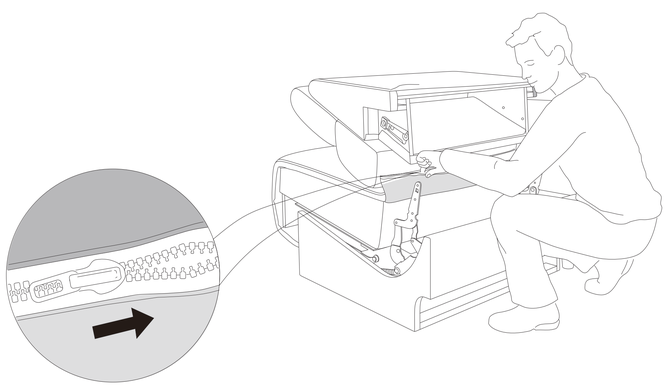

Figure 3
Zip the fabric on bottom of the Back (A) with back of the Seat (B). (See Figure 3.)